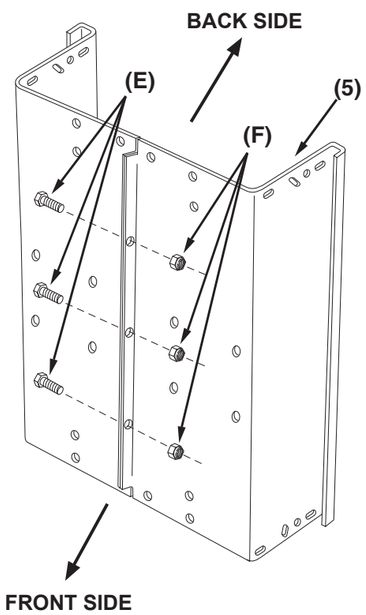

Figure 1
STEP 1 (SEE FIGURE 1): Assemble the cart body (5) using three 1/4" x 3/4" hex bolts (E) and 1/4" nylock nuts (F). Tighten hardware.